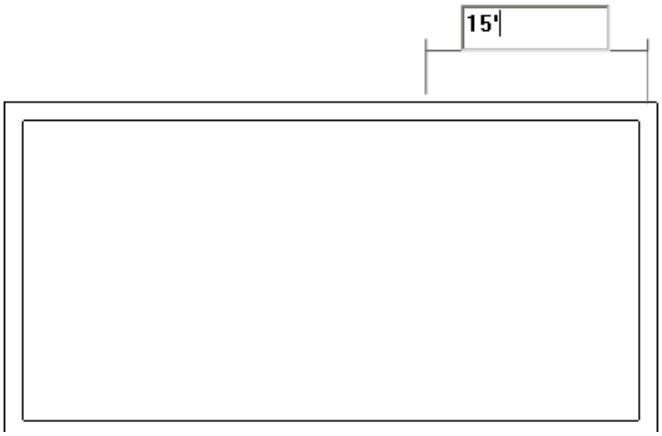
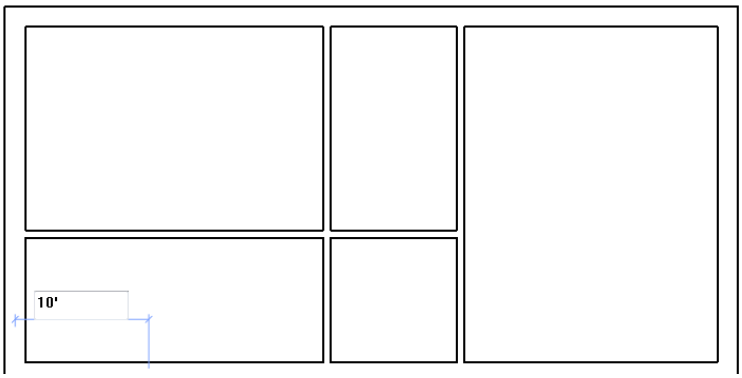

Figure 3-56 *Specifying the distance for starting the first interior wall segment*
Figure 3-62 *Sketching the interior walls of the bath*
e. Sketch the interior walls based on the given parameters, refer to Figures 3-56 through Figure 3-62.
2. Type **15'(4572 mm)** from the keyboard, as shown in Figure 3-56. Now, press ENTER; the starting point of the first interior wall is specified.
5. Similarly, move the cursor near the lower left corner and then move it horizontally toward the right. When the temporary dimension and the intersection object snap appears, enter the value **10'0"**, as shown in Figure 3-62, and then press ENTER.